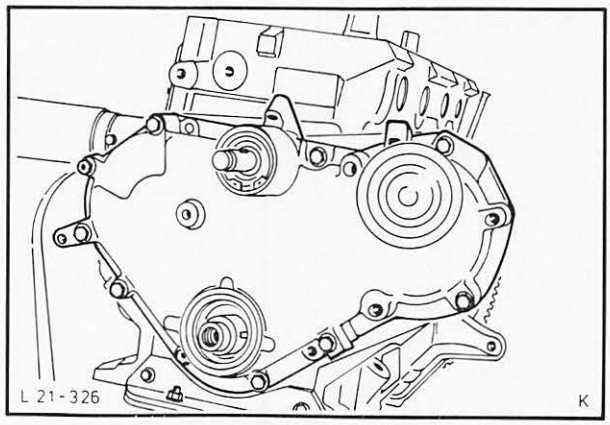

Abb. 45 Stirnraddeckel abschrauben
15. Stirnraddeckel abschrauben (8 Schrauben, 3 Muttern), Abb. 45.